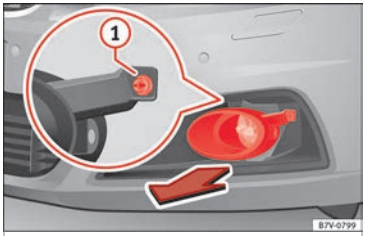

Bild 110 På höger sida av den främre stötfångaren: ta bort strålkastarna.
1. Dra luckan framåt i pilens riktning »» bild 110.
2. Lossa fästskruven »» bild 110 (1) med skruvmejseln i bilens verktygssats »» sidan 80.
10. Dra åt fästskruven »» bild 110 (1) med skruvmejseln.
11. Sätt tillbaka locket på stötfångaren »» bild 110.